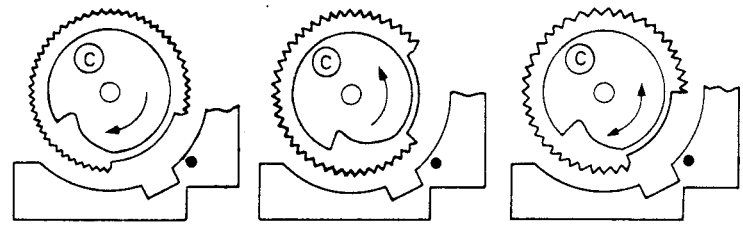

Fig. 3a Fig. 3b Fig. 3c
– Netzstecker ziehen, Schublade entfernen und anschließen Welle Ⓒ in Pfeilrichtung bis zu der in Abb. 3a angegebenen Position drehen.
– Zur Entnahme der Platte, die Welle Ⓒ betätigen (s. Abb. 3a) um den Gegenhebel Ⓔ anzuheben, dann die Platte abnehmen.
– Staccare l'apparecchio dalla rete di alimentazione. Dopo aver estratto il cassetto, ruotare la camma Ⓒ nel senso della freccia, fino alla posizione indicata in fig. 3a.
– Per togliere il disco, manovrare la camma (vedi fig. 3a) per alzare il braccio contro-leva Ⓔ , e liberare il disco.
– Unplug the unit, take off the tray assembly, turn the main gear Ⓒ in direction of the arrow up to the position indicated in fig. 3a.
– To take off the C.D. move the main gear (see fig. 3a) so as to raise the counterlever Ⓔ and disengage the C.D.
– Appareil débranché, après avoir sorti le tiroir, tourner la came Ⓒ dans le sens de la flèche et jusqu'à la position indiquée fig. 3a.
– Pour enlever le disque manœuvrer la came (voir fig. 3a) pour lever le bras contre levier Ⓔ puis dégager le disque.